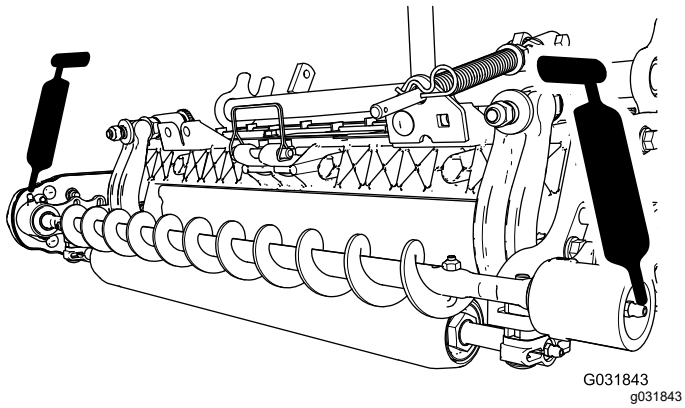

Figura 20
3. Lubrificate i raccordi d'ingrassaggio su ogni alloggiamento del cuscinetto della spazzola per rullo utilizzando grasso a base di litio n. 2 (Figura 20).